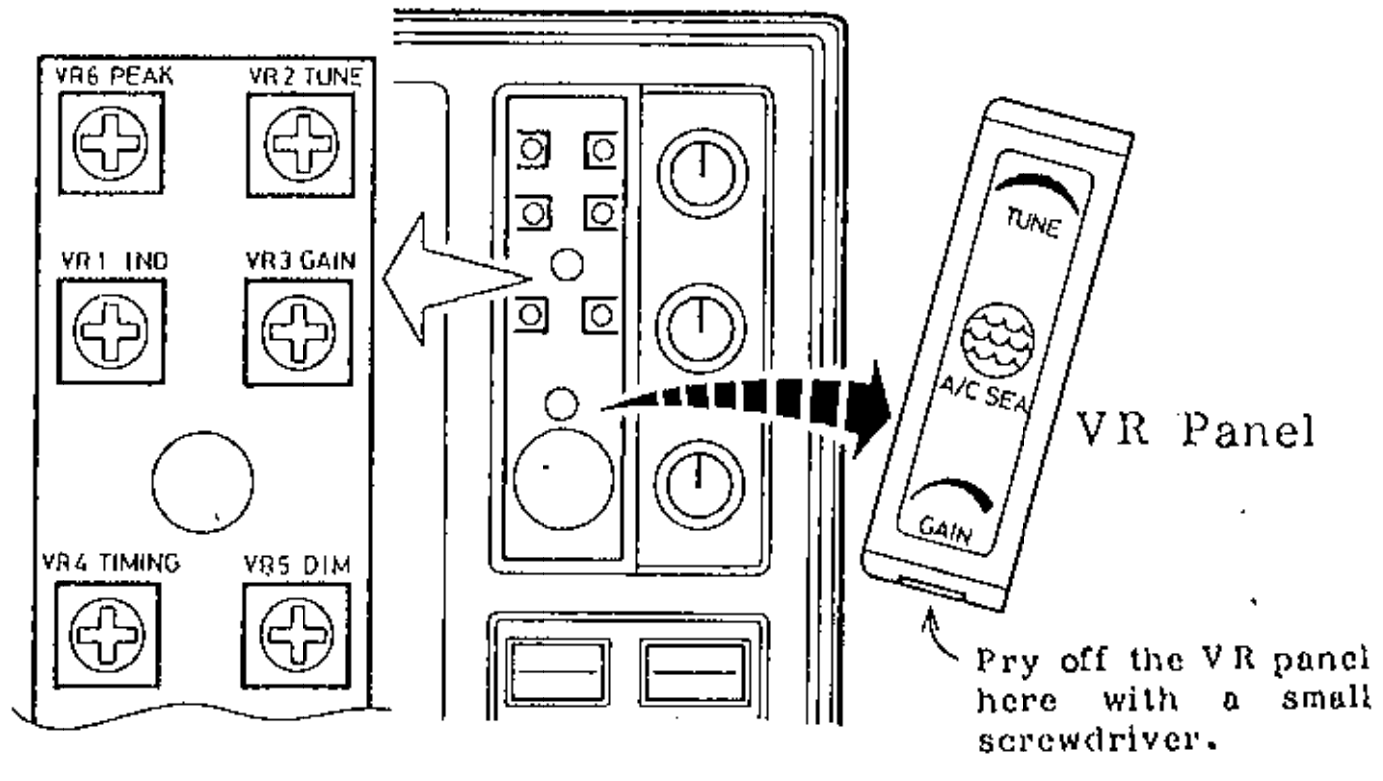

Fig.6-12 Location of Preset Potentiometers
1. Press the **POWER/OFF** touchpad on the display unit, and the control panel will light up. In approximately 2 minutes and 30 seconds, the message "ST-BY" will appear at lower center of the screen. While this warmup is in process, pry off the VR panel on the front panel of the display unit. See Fig.6-12. This will expose the preset adjustments. Push in the front panel **TUNE** control and release the control to bring it out. Set the control to 12 o'clock, the **GAIN** control at 2 o'clock, and the **A/C SEA** control at fully counterclockwise.
3. Bring up the **GAIN** control until a small amount of noise appears on the screen. At this point, unless the tuning just happens to be at the optimum point, *slowly* adjust the coarse "TUNE" control accessible through the VR panel, watching the screen for radar targets. (See Fig.6-12.) You must patiently adjust this coarse-tuning control in very small increments, allowing the sweep to go around completely in order to observe the effect of a single small change in its setting. When you are finished optimizing the coarse tuning control behind the VR panel, verify that the fine **TUNE** control on the front panel peaks up for maximum radar echoes at 12 o'clock, or at least close to that point.
2. Set VR3 at the position where a little background noise appears on the screen. See Fig.6-12 for the location of VR3.
2. Adjust potentiometer VR2 ("TUNE", Fig.6-12), located behind the VR panel of the display unit, so that a comparatively weak long range echo is discerned with maximum definition.
3. Adjust potentiometer VR6 ("PEAK", Fig.6-12) for the maximum number of tuning bars.
4. If all the tuning bars light up, turn potentiometer VR1 ("IND", Fig.6-12) CCW so that about four bars light up, and then adjust VR6 ("PEAK") as in step 3.
The illumination of the touchpad panel can be adjusted to suit your needs, by adjusting the "DIM" potentiometer (VR5) located behind the VR panel of the display unit. See Fig.6-12 for the location of VR5.